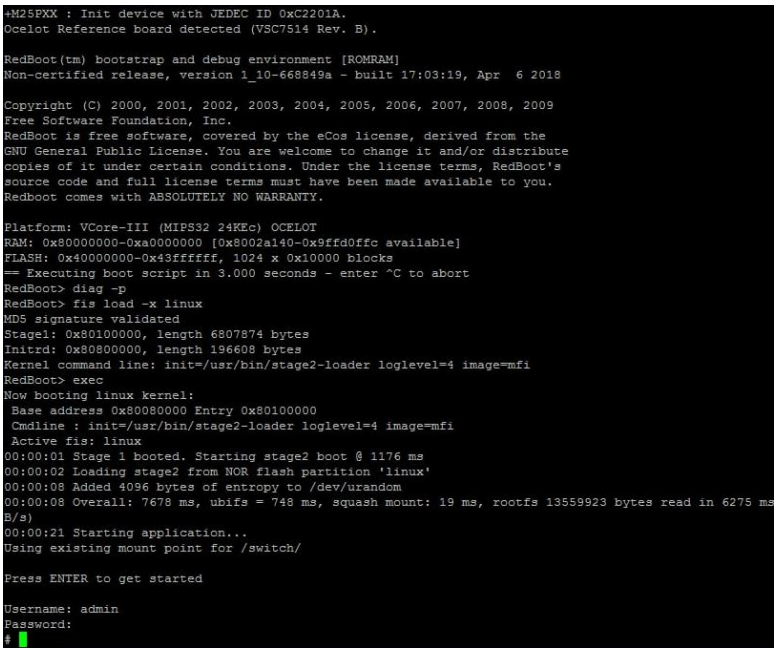

Рисунок 2.2.4 – Авторизация
4. Пройдите авторизацию (рисунок 2.2.4).